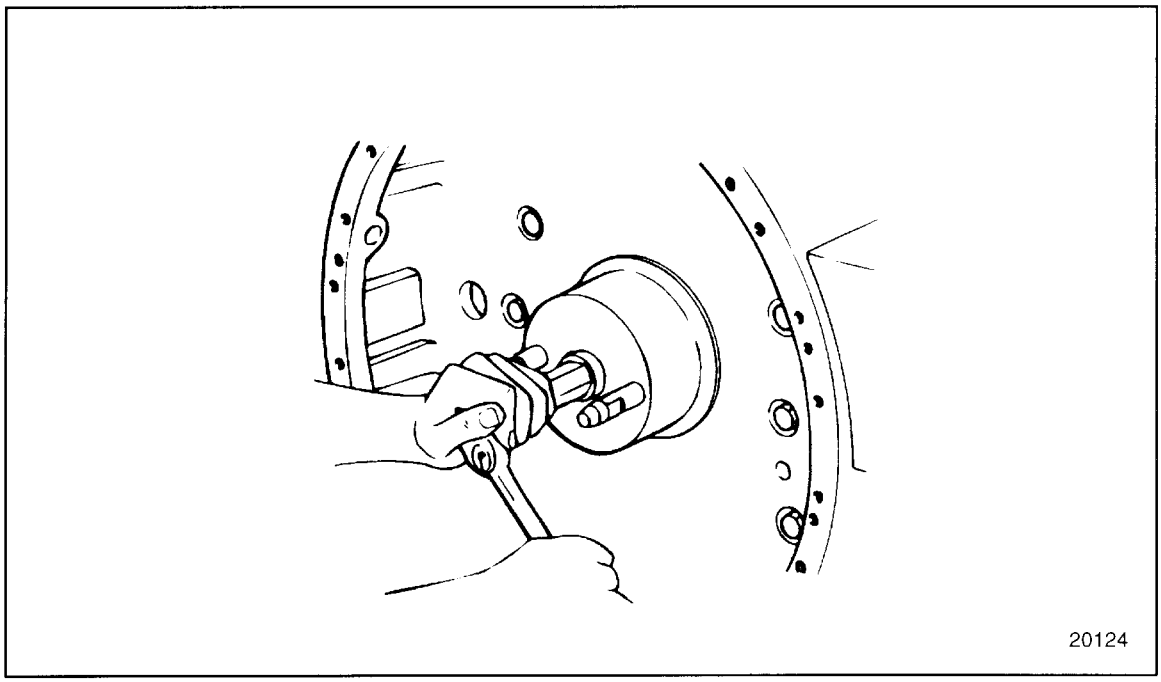

Figure 1-148 Oil Seal and Sleeve Installation
5. Tighten the hex nut by hand until all the slack is taken up. Use a ratchet and socket to tighten the hex nut, and install the wear sleeve to the crankshaft and the oil seal to the flywheel housing and/or gear case cover. See Figure 1-148.